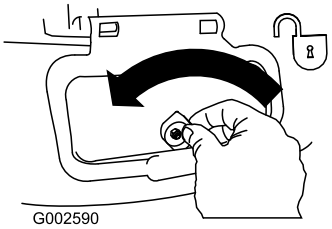

Figur 27
1. Lås sideudblæsningspladen op (Figur 27).